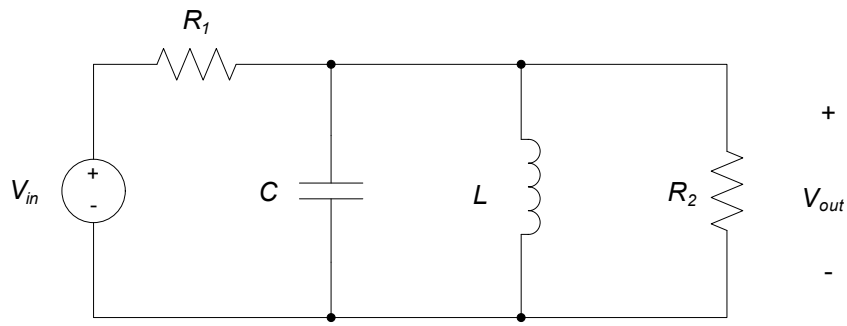

Figure 1. Circuit schematic.
In this lab assignment, we will analyze the circuit of Figure 1 to estimate the maximum overshoot, rise time, and DC gain of the circuit step response. The circuit will then be tested, these parameters measured, and the measurements compared with expectations from the analysis.
a. Write the differential equation relating V_{out} and V_{in} for the system shown in Figure 1 in the form:
Construct the circuit shown in Figure 1 using the component values provided in part (b) of the pre-lab. Record measured values of R_1, R_2, and C (if your DMM has the ability to measure capacitance). Also measure the resistance of the inductor; you may assume that the nominal inductance of the inductor value is correct.